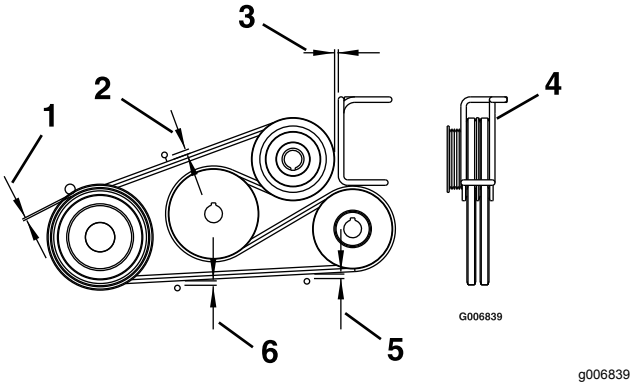

Figur 62
4. Juster remstyrene som vist i Figur 62.